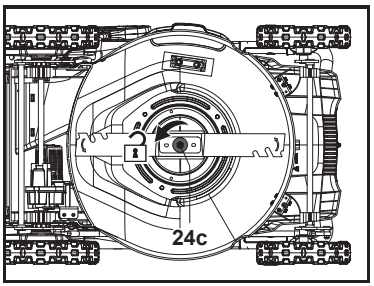

Fig. 21
1. Maintenir le dessous de la machine et la lame de coupe (24) propres et exempts de débris. Retirer l'herbe coupée de la goulotte d'éjection arrière (23).
3. Garder la lame de coupe (24) aiguisée pour assurer de bonnes performances de coupe. Si la lame de coupe est usée ou endommagée, la remplacer par une neuve de même type ou demander à un spécialiste qualifié de l'affûter.
4. Desserrer le boulon de fixation (24c) dans le sens antihoraire à l'aide d'une clé à chocs électrique adaptée (taille de douille 13 mm) (Fig. 21), puis le retirer avec la rondelle plate (24b) et la lame de coupe (24).